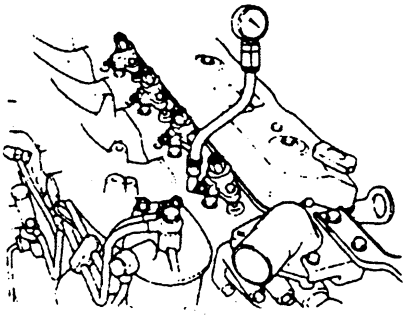

Fig.1.19
**1.6.10 Measurement of compression pressure (Fig 1.19)**